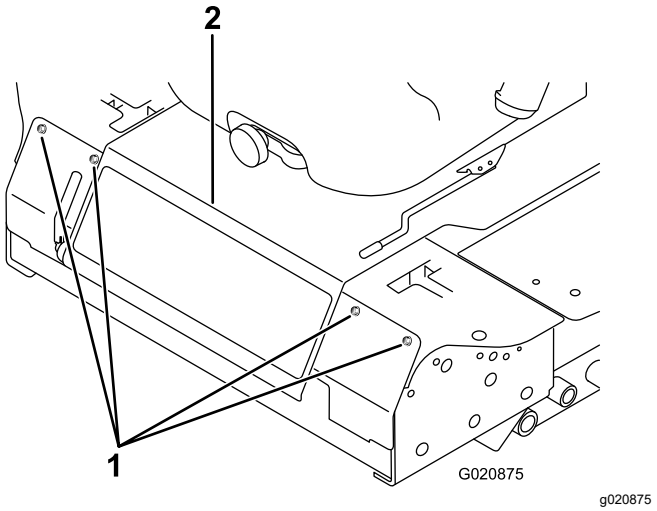

Figur 50
3. Lossa skruvarna som håller fast den främre panelen och ta bort den (Figur 50).